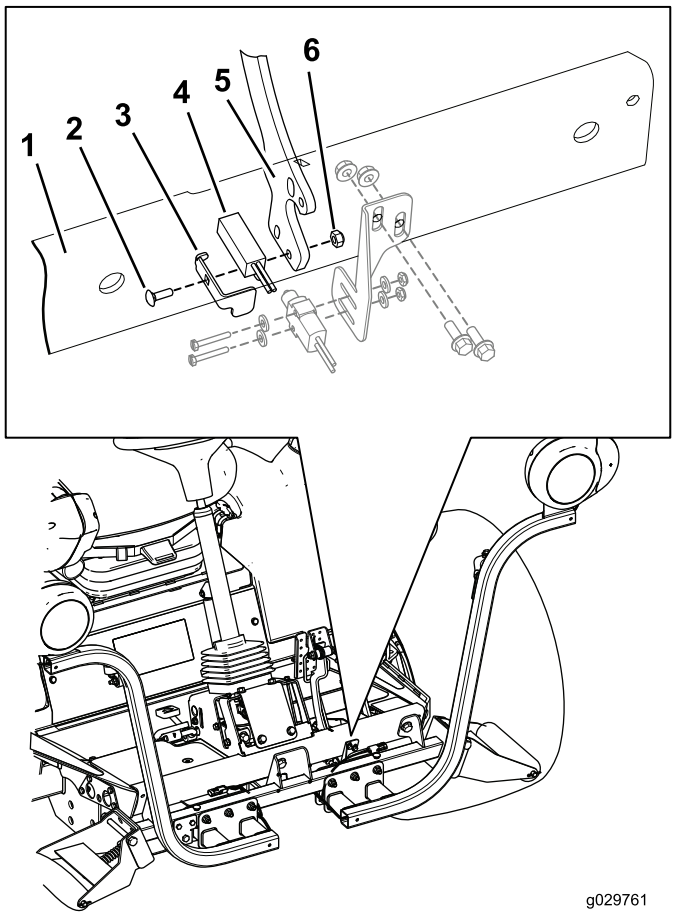

Figura 16
1. Smontate il gruppo del sensore di prossimità sulla leva del pedale del freno (Figura 16) e mettete da parte tutti i componenti eccetto il sensore di prossimità.
2. Montate il gruppo del sensore di prossimità sulla leva del freno utilizzando un bullone a testa tonda (n. 10 x ⅝"), la piastra del sensore del freno, il sensore di prossimità e un dado di bloccaggio (n. 10), come illustrato nella Figura 16.